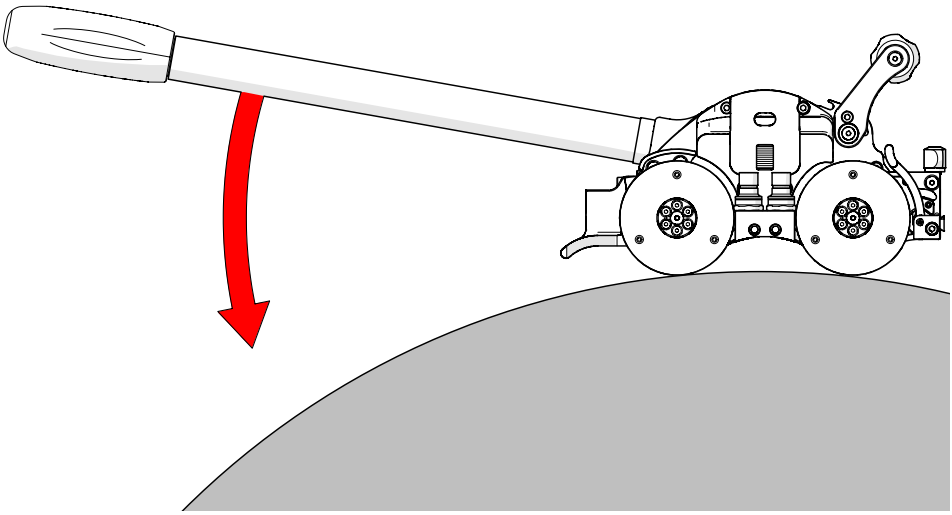

Fig. 210 - Press down on manipulation handle
2. Firmly grasp the crawler handle with one hand, and the manipulation handle with the other, carefully press down on the manipulation handle to lower the pry point of the crawler towards the inspection surface *(Fig. 210)*.